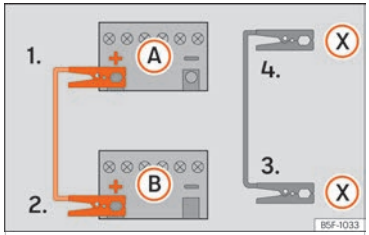

Fig. 194 Wiring diagram for vehicles with a start/stop system.
The jump leads should only be connected in the order **1 > 2 > 3 > 4** ››› Fig. 194.
Vehicles with a Start-stop system: connect one end of the black jump lead (X) to a suitable ground terminal, to a solid piece of metal in the engine block, or to the engine block itself ››› Fig. 194.
5. Connect the other end of the *black* jump lead (X) to a suitable ground terminal, a solid metal component bolted to the engine block or to the engine block itself of the vehicle with the flat battery. Do not connect it to a point near the battery **A**.